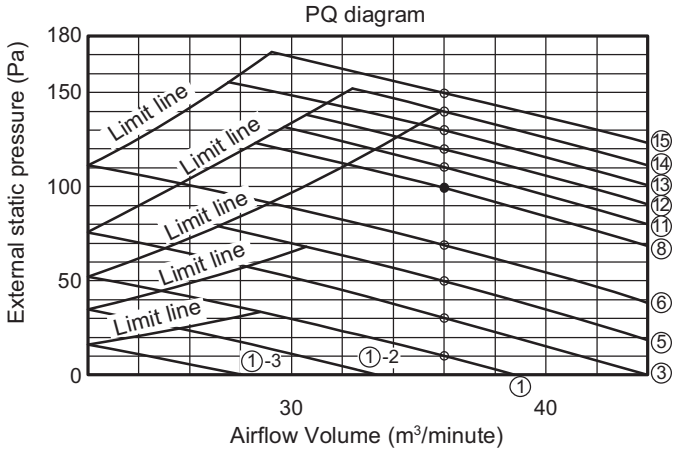

Fig. 1-107
(2) The operation check will be completed in approximately three minutes if the settings have been made correctly. The settings will be modified if they are out of the range of use (maximum 30 minutes.). If this is not completed within 31 minutes, check whether the air speed is set to □H□or not.
(3) Refer to Table 1-10 and Fig. 1-107 for details on the relationship between the value of item code •b0□ and the external static pressure.
(4) When set in group control (connecting multiple indoor units with one wired remote controller), set each indoor unit to item code •b0□. When amending the setting after selecting [b. Manual setting] (due to airflow path changes, etc.), it is necessary to cancel [b. Manual setting] (disconnect short-circuit connector). When [b. Manual setting] has not been cancelled, [c. Manual setting] and [d. Auto airflow volume setting] will be activated if selected, but [b Manual setting] takes precedence when the power is switched back on after power outages, etc.
(5) If this is not completed within 8 minutes, check the drive mode, air speed and air inlet temperature.
(6) When set in group control (connecting multiple indoor units with one wired remote controller), the test run operations display will disappear once the external static pressure setting check or auto airflow volume control operation check have been completed for the main unit. Decisions on sub-unit complete are not possible. The test run operation display will disappear after one hour even if the external static pressure setting check or auto airflow volume control operation check have not been completed.
- Be sure to check that the external static pressure is within the range for use and then make the setting. Failure to observe this may result in insufficient airflow or water leakages. Refer to Fig. 1-107 for the external static pressure setting range.
3. Short circuit the applicable short-circuit pin in accordance with the selected short-circuit pin connected (Fig. 1-107).
Refer to table 1-10 and Fig.1-107 and select a value between □0001□and □0015□